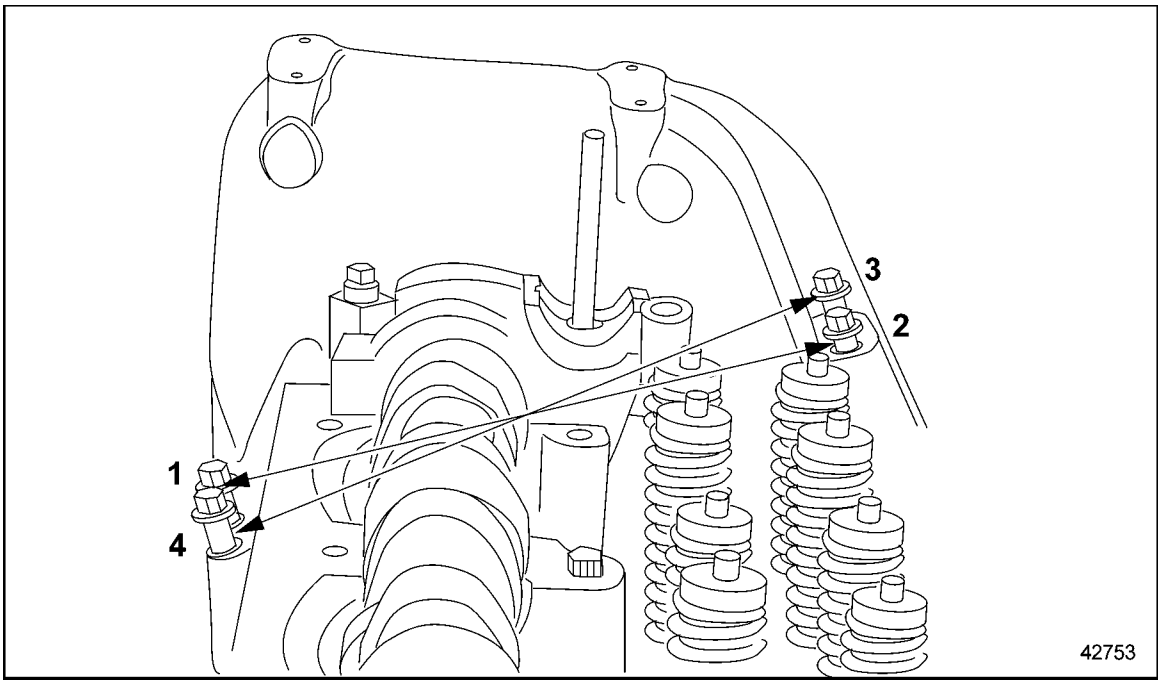

Figure 1-401 Bolt Torque Sequence
13. Install four camshaft gear cover bolts torque to 56-66 N·m (44-48 lb·ft) using torque sequence as shown in Figure 1-401.